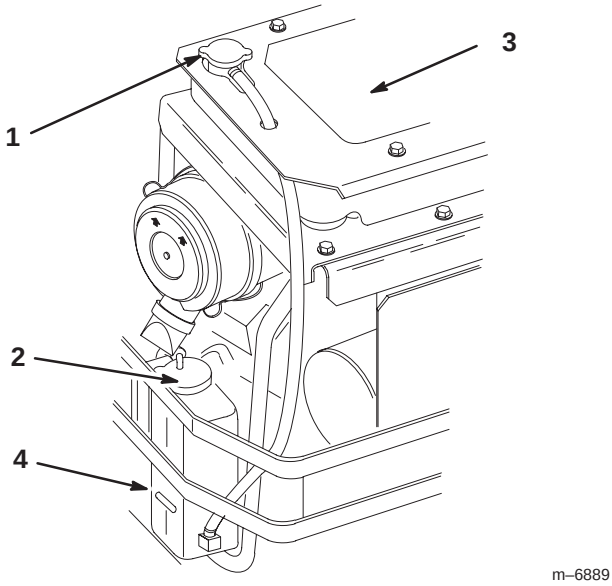

Figure 43
3. With the engine cool, check the overflow bottle level. The fluid needs to be up to the bump on the outside of the overflow bottle (Fig. 43).
4. If the coolant level is low, add a 50/50 mix of extended life antifreeze/Dex–Cool® and water to the overflow bottle (Fig. 43).
5. Add the 50/50 coolant mix to the overflow bottle and fill it to the indicator line on the bottle (Fig. 43).
6. Remove debris from the radiator core and engine (Fig. 43).